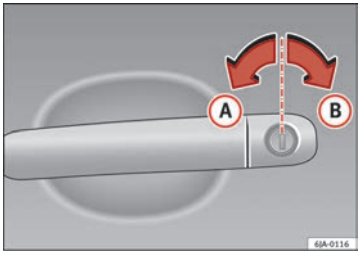

Fig. 45 Key positions during vehicle locking and unlocking
– Turn the key in the driver door in the forward driving direction to its unlock position (A) ⇒ Fig. 45.
– Turn the key in the driver door lock cylinder in the reverse direction to its lock position (B) ⇒ Fig. 45.